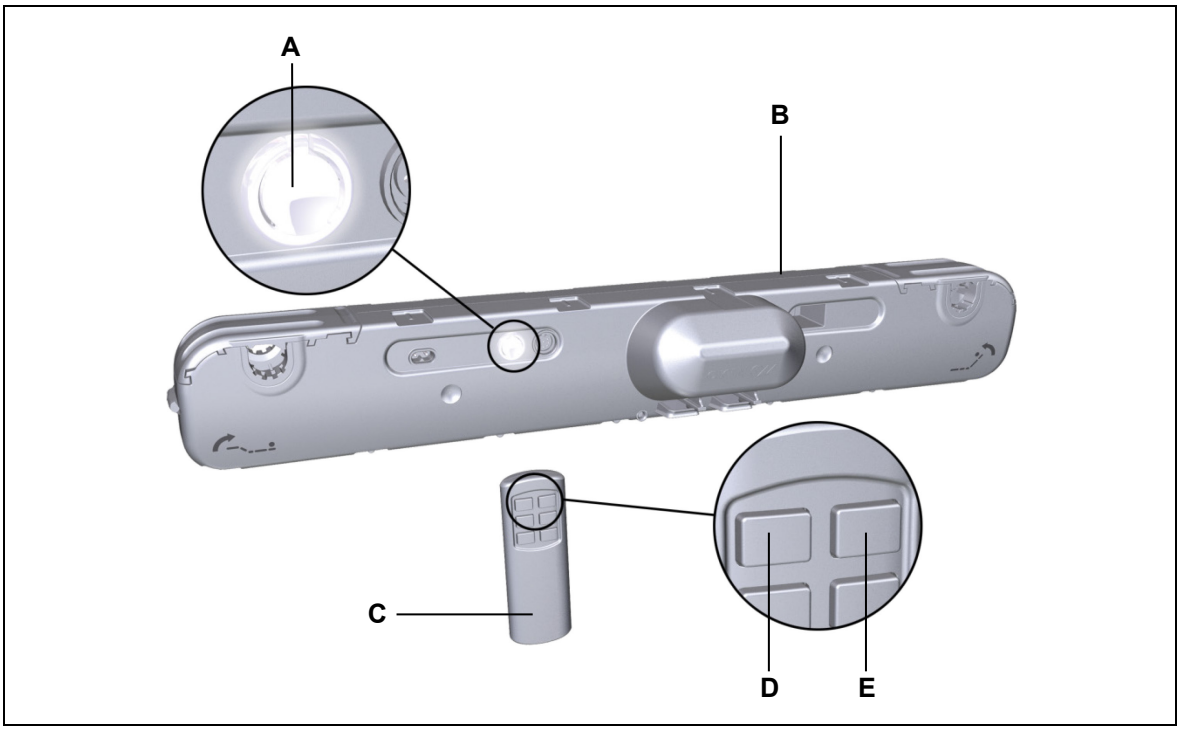

Abbildung 23 Beispiel: Einlernen des Handsenders RF ECO
1. Drücken Sie die Funktionstaste (**A** in Abbildung 23) am Antrieb 2 x kurz (Doppelklick). Der Antrieb ist jetzt ca. 10 Sekunden lang im Lernmodus. Die LED in der Funktionstaste leuchtet.
1. Drücken Sie die Funktionstaste (**A** in Abbildung 23) am Antrieb 4 x kurz hintereinander.